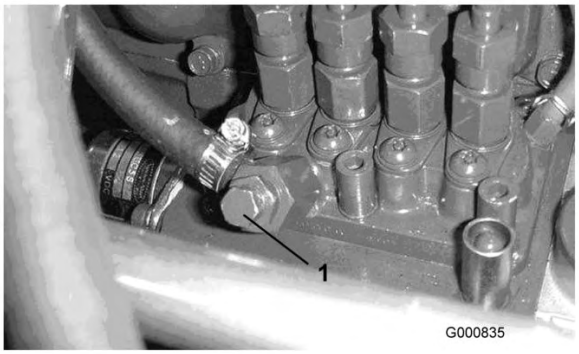

Figura 36
5. Desaperte o parafuso de purga que se encontra na bomba de injecção de combustível (Figura 36).